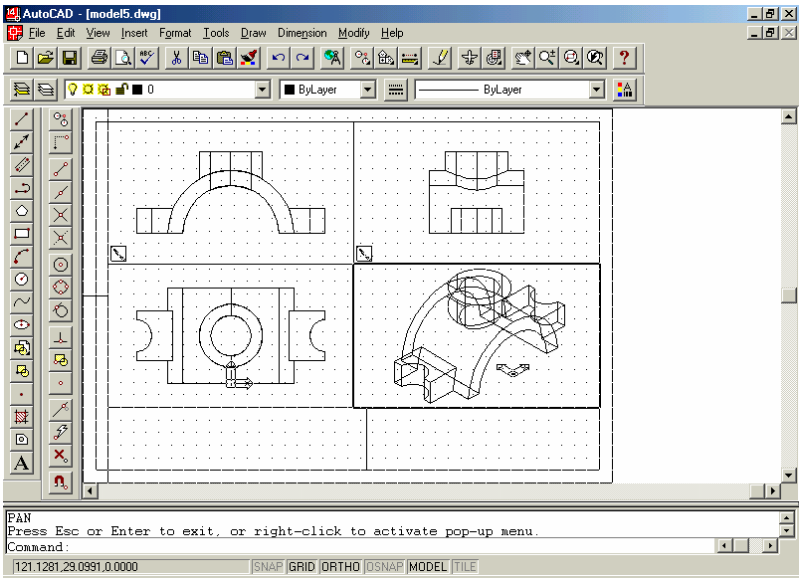

Fig. 12.25 Stabilirea scării de reprezentare pentru proiecțiile definite
6. Pentru a obține aceeaşi scară de reprezentare, se foloseşte comanda ZOOM cu opțiunea XP pentru fiecare fereastră în parte. Pentru a obține o reprezentare la scara 1:1, se lansează ZOOM cu opțiunea 1xp (fig. 12.25);